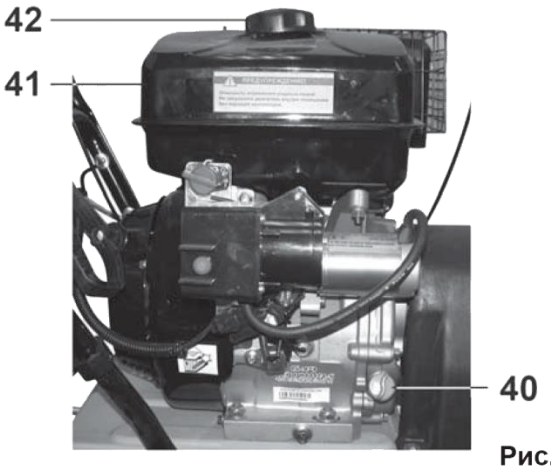

Рис. 17
7.4. Заправка топливом (Рис.17).